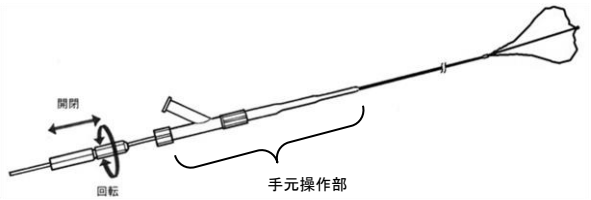

図 3：バスケットの開閉動作
1) バスケットの開閉を行う場合は、トルクハンドルを押したり引いたりしてください。(図 3)